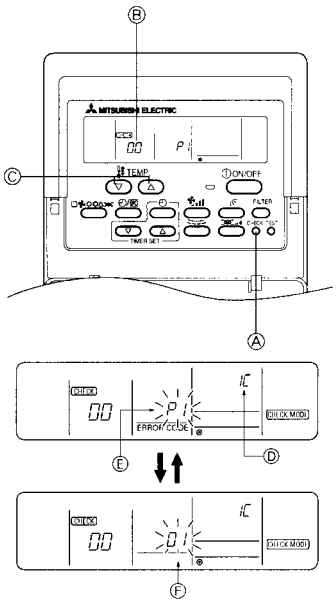

Fig. 8-3
8.3.1. Wired remote controller (Fig. 8-3)
① Turn on the power.
② Press the [CHECK] button twice.
③ Set refrigerant address with [TEMP] button if system control is used.
④ Press the [ON/OFF] button to stop the self-check.